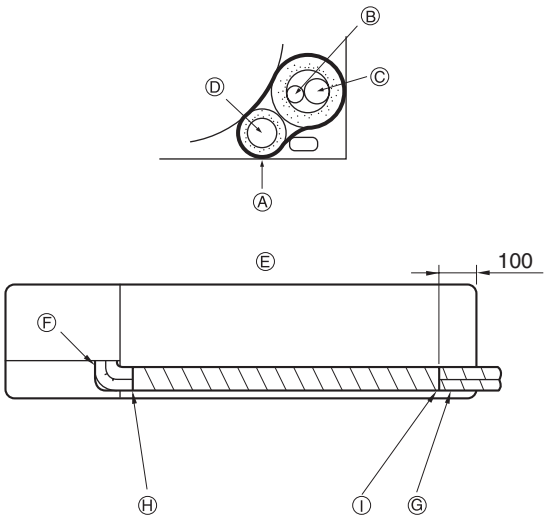

Fig. 4-5
4.4. Abschluss der Rohrverlegungsarbeiten (Fig. 4-5)